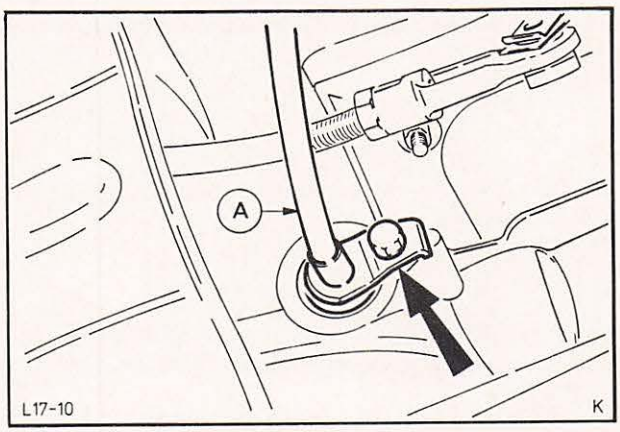

Abb. 29 Befestigung – Tachowelle
22. Tachowelle am Getriebe anschließen, Abb. 29, und Ölleitungen – Ölkühler am Getriebegehäuse anbauen.